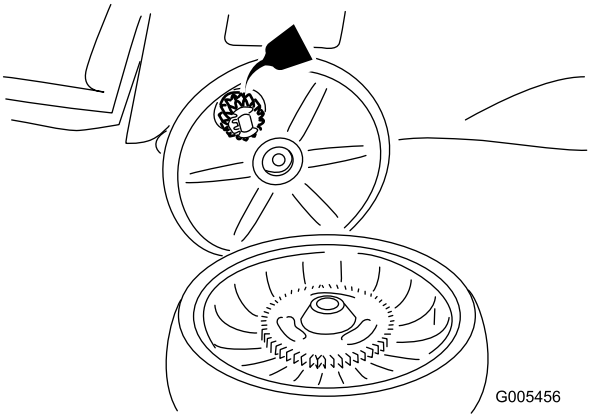

Bild 29
2. Tragen Sie ein Schmieröl am Getriebe auf, siehe Bild 29.